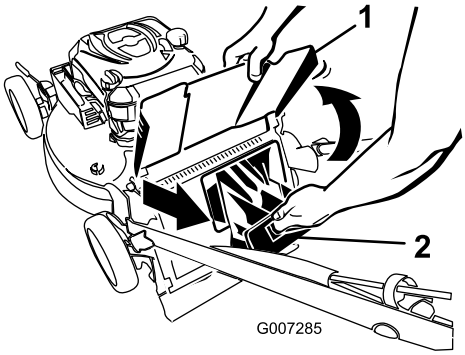

Figuur 21
2. Breng de afvoergeleider aan de achterzijde omhoog en houd deze omhoog (Figuur 21).
3. Trek de afsluiter van het achteruitwerpkanaal eruit (Figuur 21).